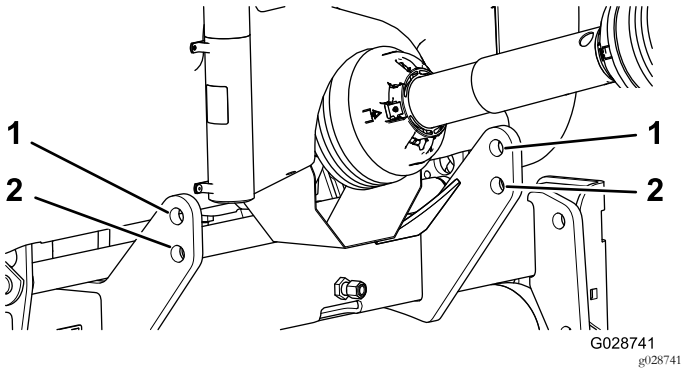

**Figur 5**
**Bemærk:** For at opnå maksimal frihøjde over jorden skal koblingstapperne fastgøres i de nederste monteringshuller (Figur 5). Læs afsnittet Indkobling af kraftudtagsakslen for at finde ud af, hvornår de øverste monteringshuller skal bruges.